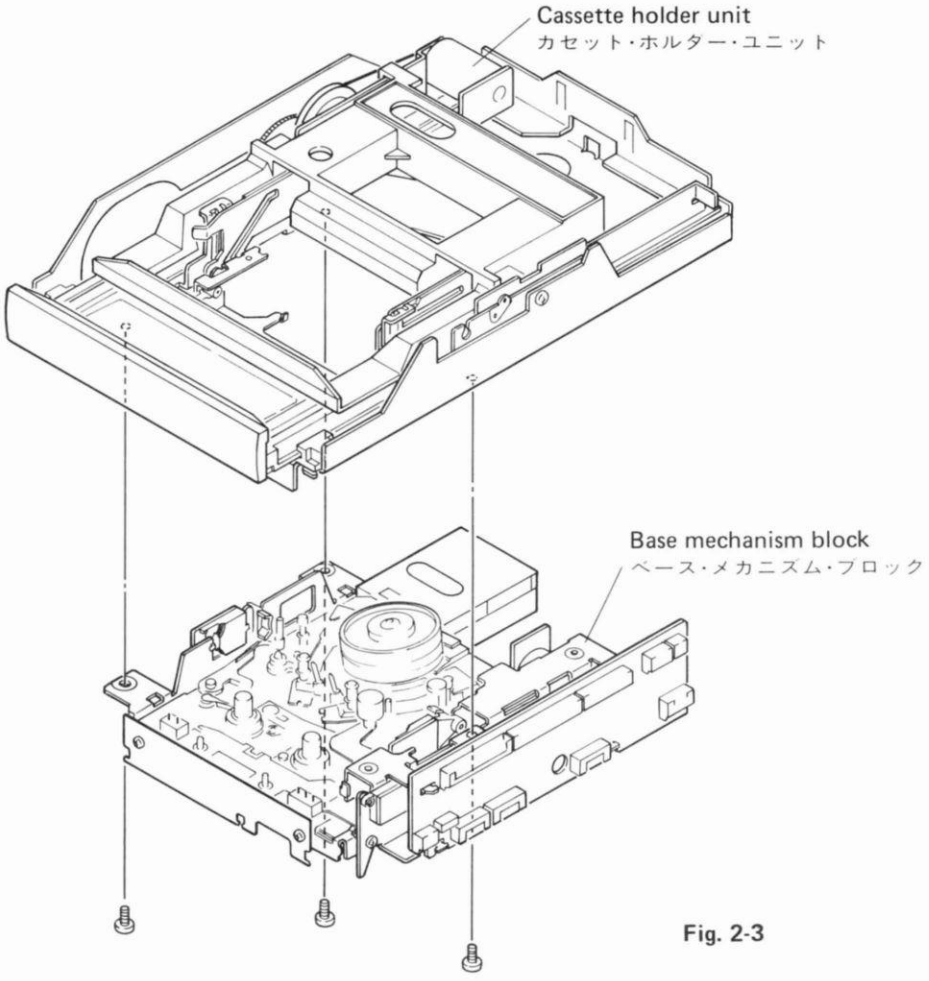

Fig. 2-3
2-3-2. Disassembly of the main block (Fig. 2-3)
2－3－2．メインブロックの分解（図2-3 ）
2. Remove the three screws shown in Fig. 2-3, then separate the cassette holder unit from the base mechanism block.
2．図2-3 のネジ3本を外し，カセット・ホルダー・ユニットとベース・メカニズム・ブロックを分離する．